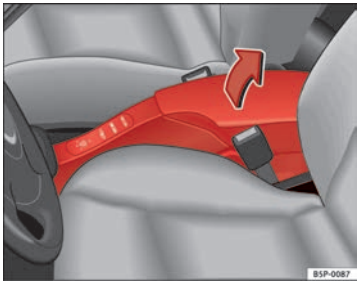

Fig. 101 Front armrest with storage compartment
– To open the storage compartment, lift the armrest up in the direction of the arrow ⇒ Fig. 101 and then lift the cover.